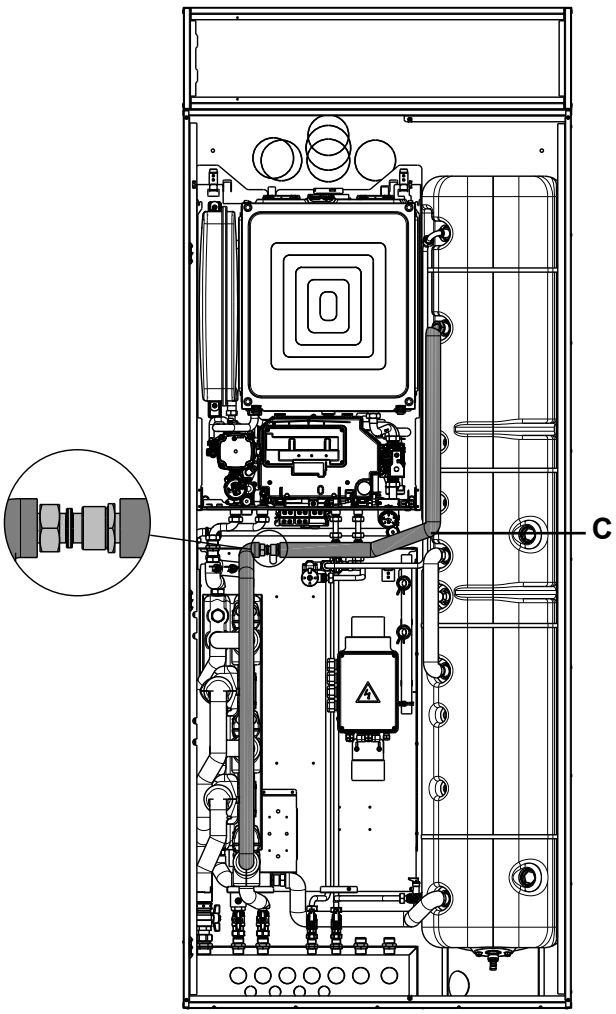

fig. 37
- La rampa di mandata (fig. 37 - **C**) è costituita da due pezzi e deve essere collegata all’ingresso del serpentino superiore ed alla valvola deviatrice posizionata nella parte bassa del Gruppo di distribuzione.